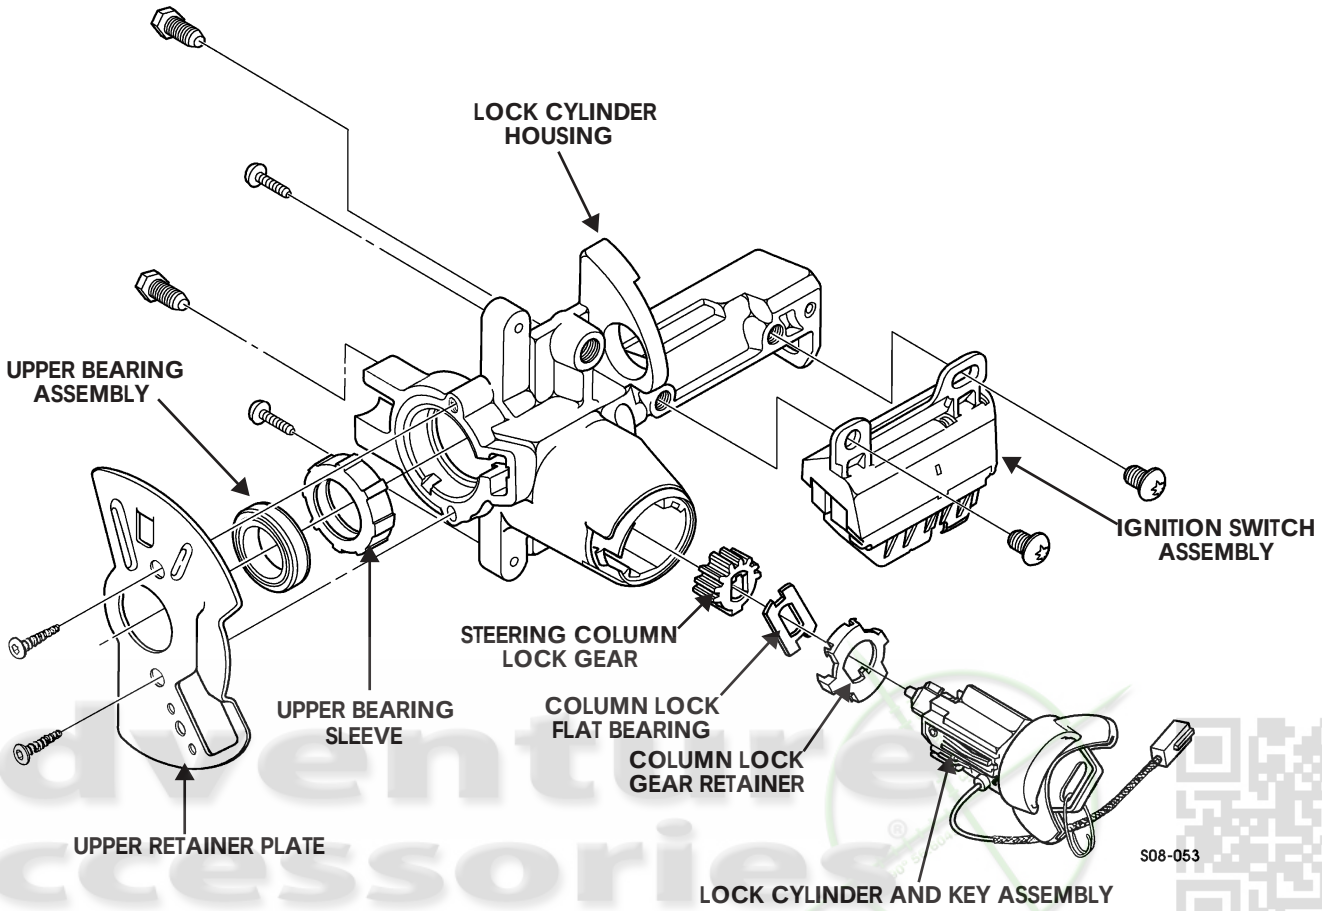

Figure 8-12: Lock And Switch Housing Assembly
1. Remove the lock cylinder and key assembly from the lock cylinder housing (Figure 8-12).
4. Remove two screws securing the ignition switch assembly to the lock cylinder housing. Remove the ignition switch assembly (Figure 8-12).
4. Install the ignition switch assembly on the lock cylinder housing with two screws. Tighten screws to 35-40 lb-in. (3.9-4.5 N•m) (Figure 8-12).
6. Install the upper bearing assembly and upper bearing sleeve in the lock cylinder housing (Figure 8-12).